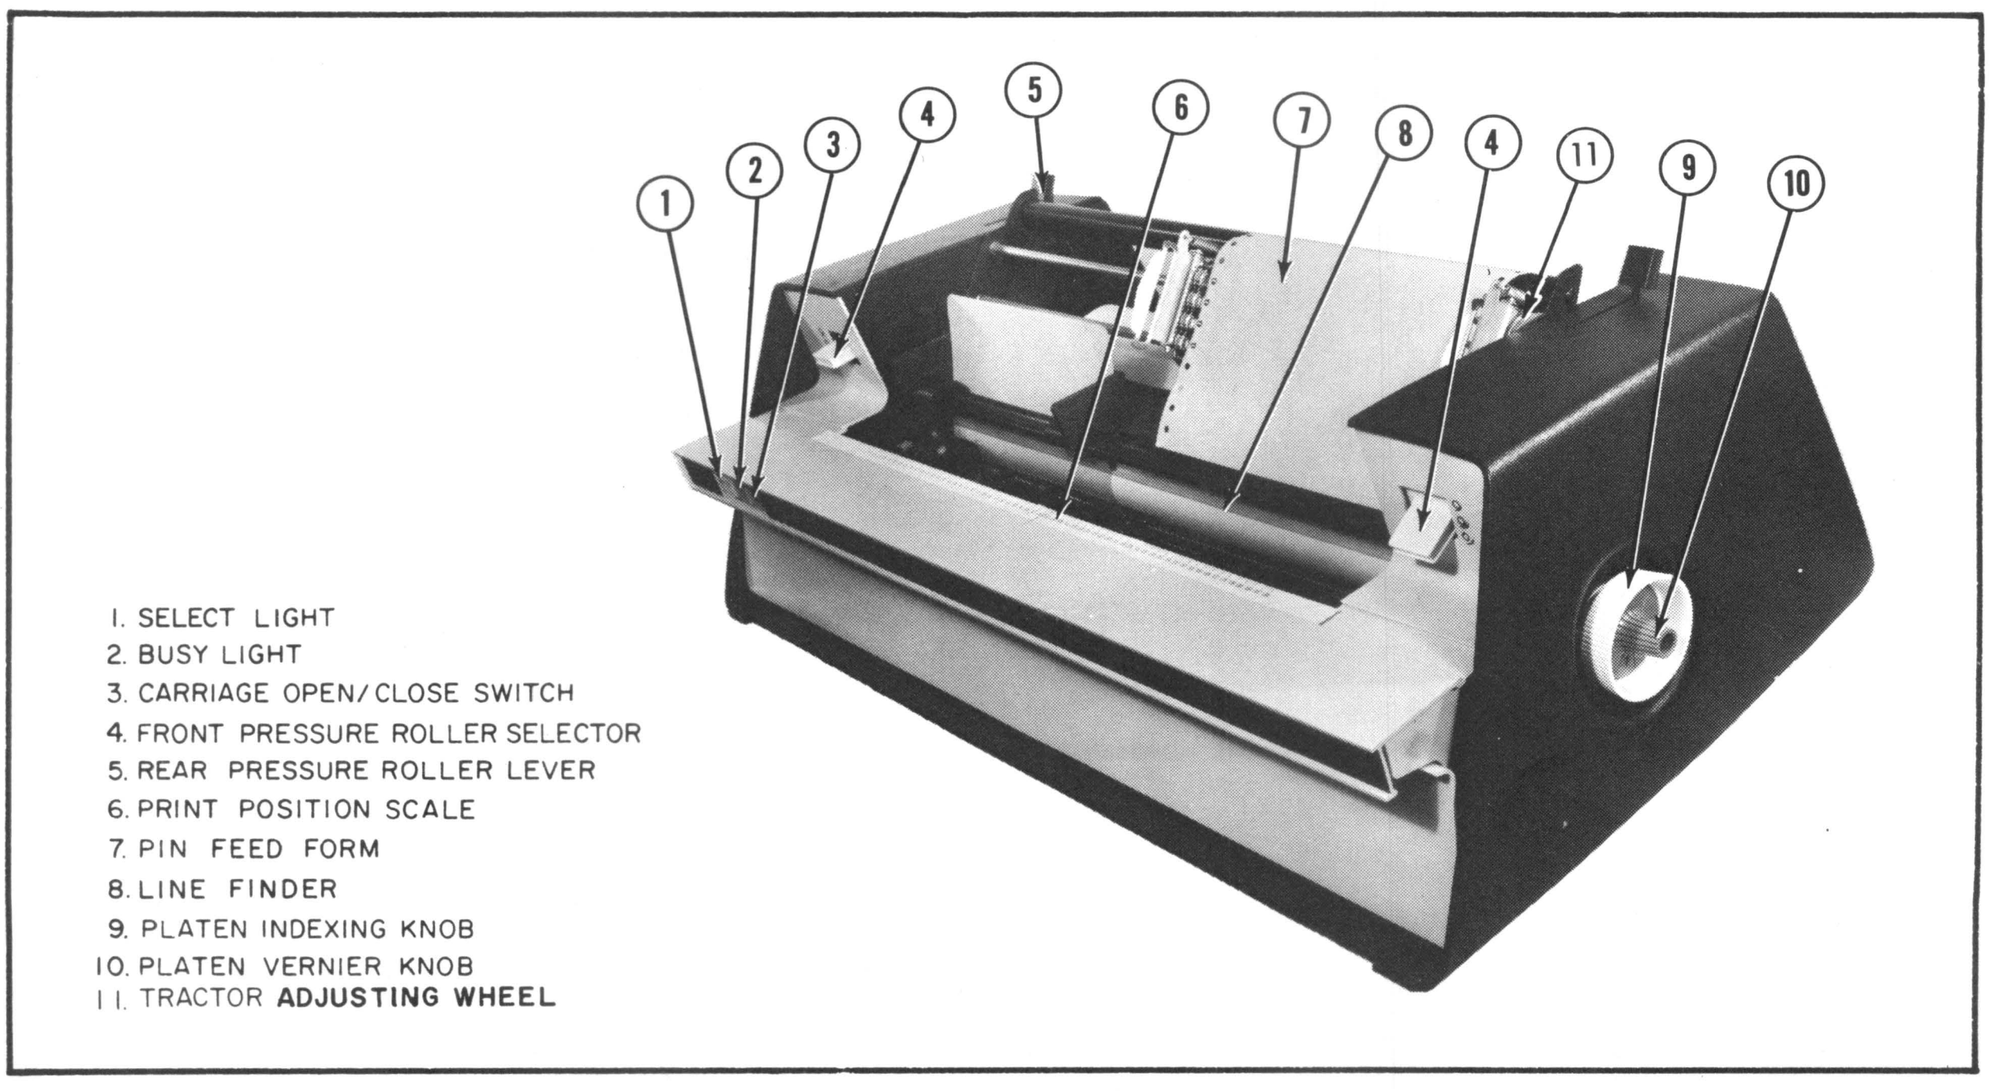

Figure 6.2
The front pressure rollers are used to hold the journal roll and front-fed forms against the platen. Separate sets of rollers are provided for the left and right platens. Each set of rollers is controlled by a selector (Number 4, Figure 6.2).
The rear pressure rollers are used to hold the journal roll against the platen. Separate sets of rollers are provided for the left and right platens. Each set of rollers is controlled by a lever (Number 5, Figure 6.2). To open the rollers, the lever is pushed to the rear of the printer. To close the rollers, the lever is pulled forward.
D. If the entire tractor assembly has to be moved sideways to correctly align the form, use the tractor adjusting wheel (Number 11, Figure 6.2). Turning this wheel clockwise or counter clockwise moves both tractors to the right or left.